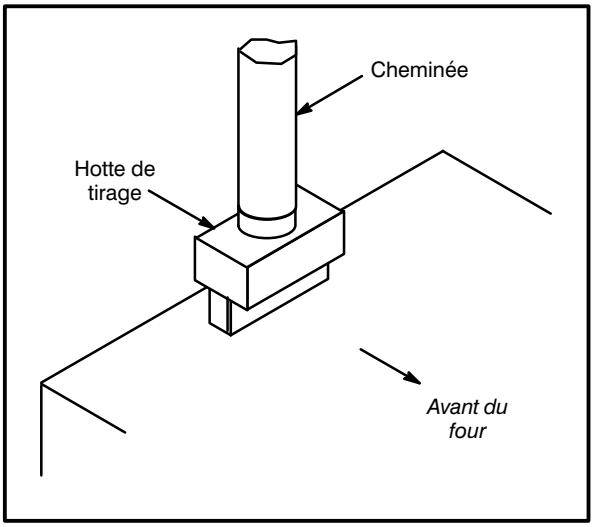

Figure 15
1. Placer la hotte de tirage au-dessus du connecteur de cheminée. Voir Figure 15.